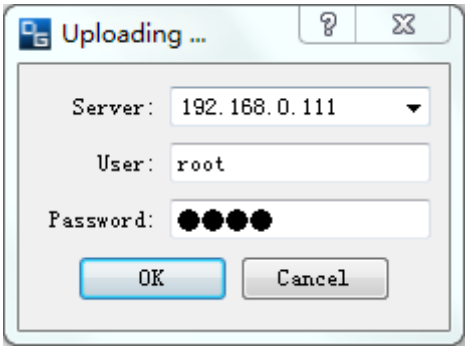

Fig 5.2
Step 3: Type the IP address, user name: root, password: root, as shown in Figure 5.2.